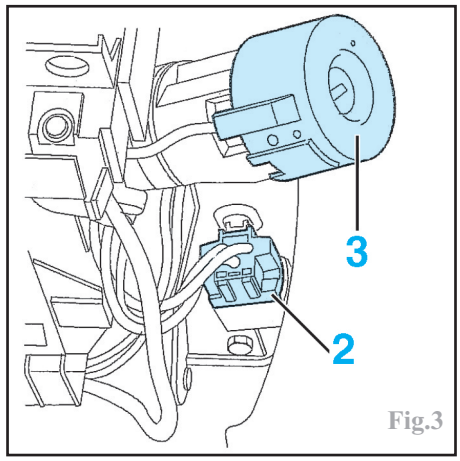

Fig.3
Sur le côté droit de la colonne de direction, débrancher le connecteur (2) (Fig.3).